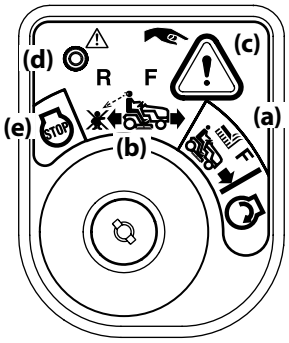

Figure 3-10
2. Turn the key from the NORMAL MOWING (a) position to the REVERSE CAUTION MODE (b) position of the ignition module. See Figure 3-10.
3. Press the REVERSE PUSH BUTTON (c) at the top, right corner of the ignition module. The red indicator light (d) at the top, left corner of the ignition module will be ON while activated. See Figure 3-10.